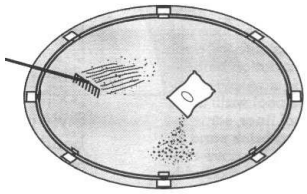

fig.20
f) Antes de la instalación del liner esparza una capa de arena tamizada fina (sin piedras) sobre el área interior, con un espesor de 5 cm. Utilice un rastrillo para garantizar que la capa de arena no presenta desniveles, fig. 20.